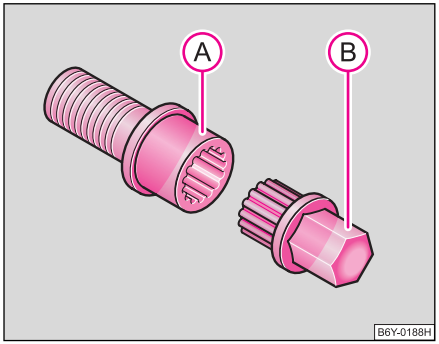

Fig. 158 Şurub de siguranţă cu adaptor
– Introduceţi adaptorul (B) cu partea zimţată până la limită pe interiorul zimţat al şurubului de siguranţă (A), astfel încât să se mai vadă numai partea hexagonală ⇒ fig. 158. ▶